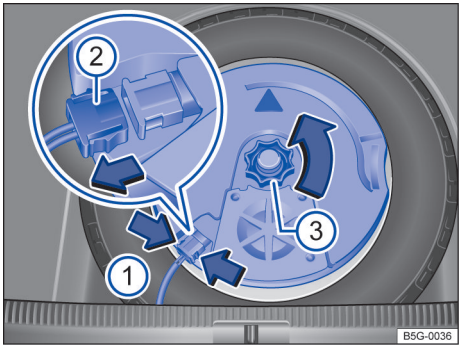

图 241 行李厢内：拆下重低音扬声器
– 用手捏住定位凸缘→ 图 241（箭头 ①）并压紧到止位，并断开连接插头 ②。
– 拔出连接插头 ②，并将拔出的导线放置一边。
– 将手轮 ③ 沿箭头方向拧出。